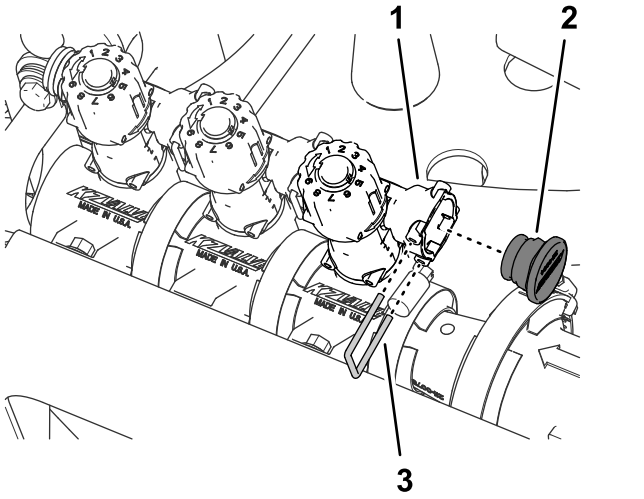

Figur 65
8. Monter proppen på omløbsventilens lynkoblingssokkel (Figur 65).
9. Fastgør proppen til lynkoblingssoklen med den holder, du fjernede i trin 3 (Figur 65).